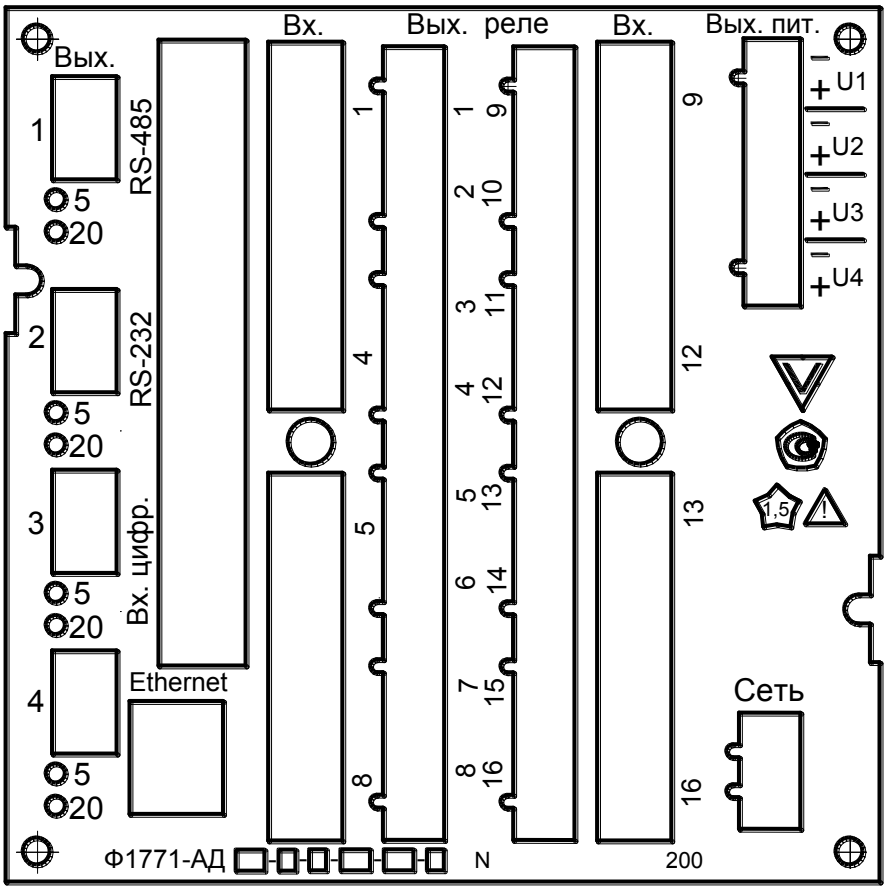

Рисунок 65 – Задняя панель прибора
6.4 Все электрические подключения производятся на задней панели прибора см. рисунок 65.